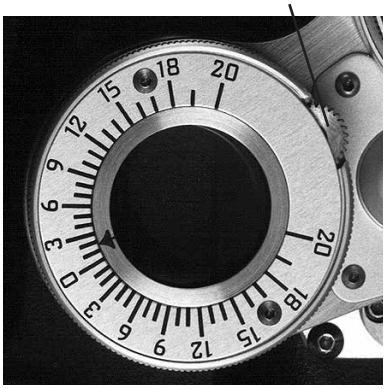

Abbildung IU-7 Drehprismen-Einheit
5. Mit dem Finger-Drehknopf werden die prismatischen Linsen innerhalb der Drehprismen-Einheit gedreht und die Größe des Prismas verändert. Siehe Abbildung IU-7.